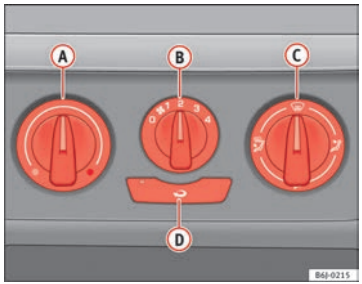

Fig. 91 Mandos de la calefacción en el tablero de instrumentos
– Con los reguladores (A) y (C) y con el mando (B) ⇒ fig. 91 se regula la temperatura, la distribución del aire y la velocidad de la turbina.
– Pulse la tecla (D), para encender o apagar la recirculación de aire. Cuando la función está activa, se enciende un testigo en la tecla.